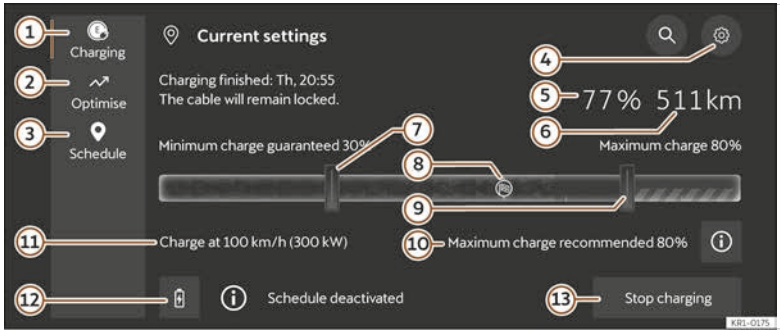

**Fig. 64** In the infotainment system: Charging main menu.
1. Access the **Schedule** charging menu >>> Fig. 64 (1).
- **Maximum charging level** ››› Fig. 64 ⑨: Normally, if you use the vehicle regularly, it is not necessary to fully charge the high-voltage battery. The maximum charging level limits the battery's maximum state of charge.
2. Push the ⚙ ④ >>> Fig. 64 button.